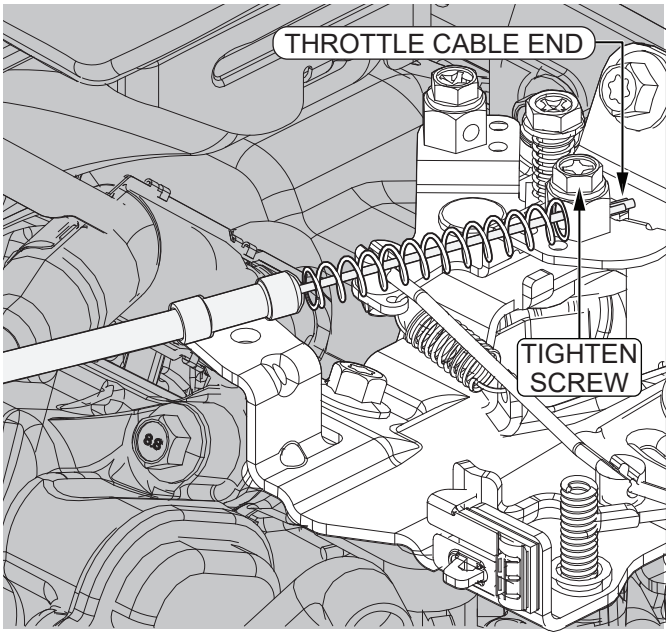

Figure 15. Install Throttle Cable
10. Run the **end of the throttle cable** (Figure 15) through the hole on the throttle housing and tighten the **screw**.